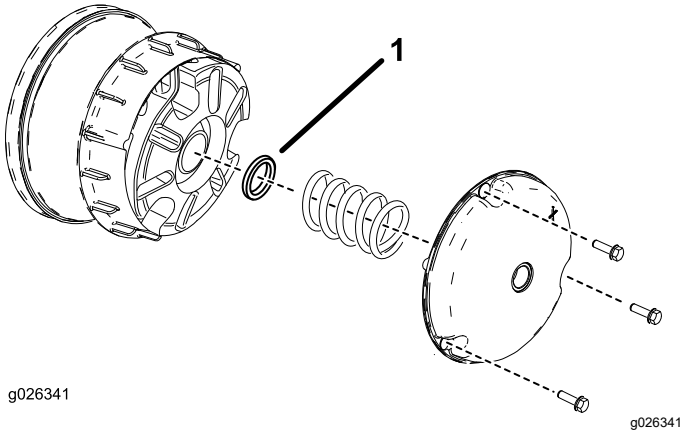

Figur 61
2. Ta bort skruvarna som fäster den primära kopplingskåpan enligt Figur 61.